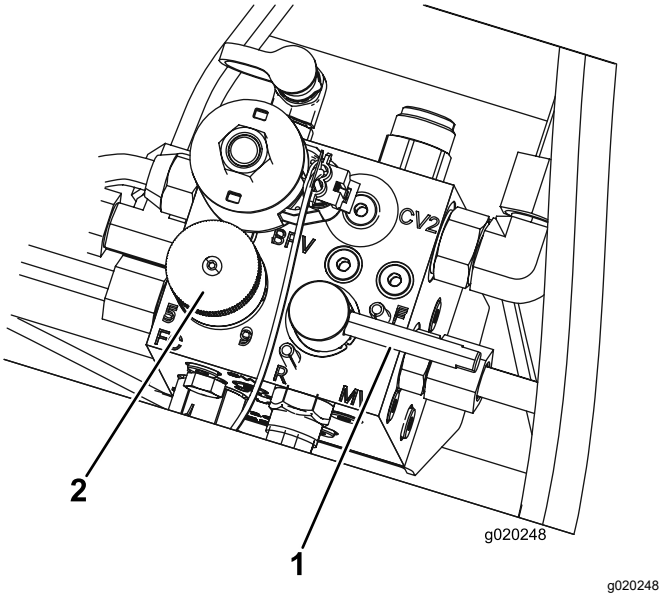

Figur 80
5. Ställ in cylinderns hastighetsreglage till läge 1 (Figur 80).
6. Flytta slipningsspaken till läge R (slipning) (Figur 80).